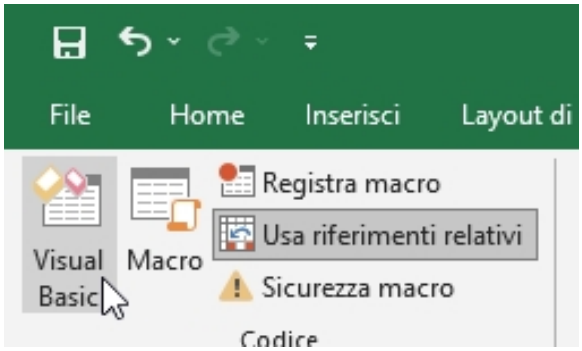
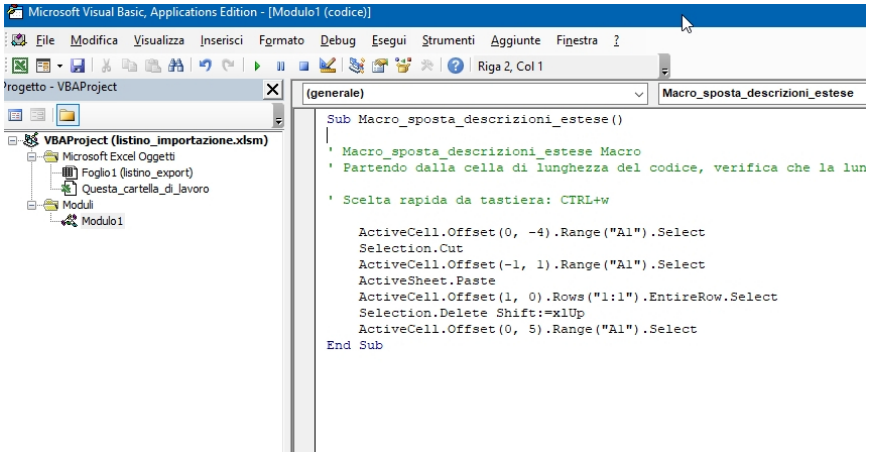

Figura 35: Pulsante visual basic
Figura 36: Codice della macro
- Selezionare il pulsante "Visual Basic" (figura 35) per vedere il codice della macro. Figura 36;